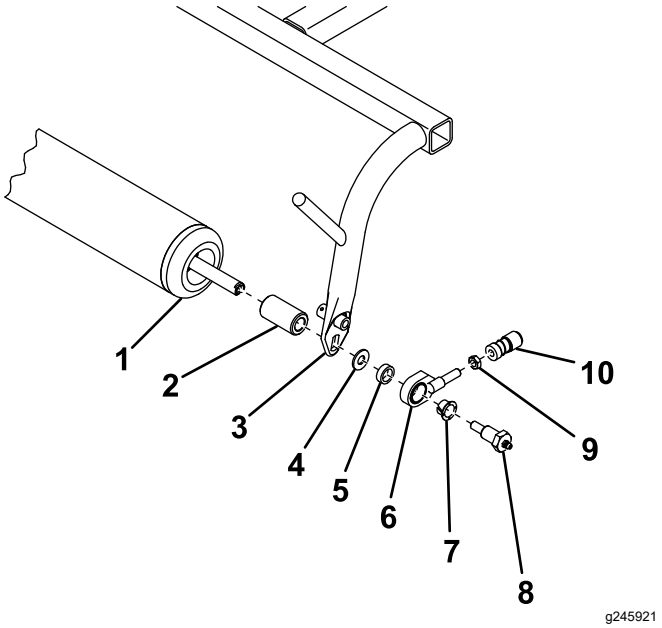

Bild 4
6. Schieben Sie ein Rahmen-Distanzstück auf jedes Ende der Rolle (Bild 4).
7. Befestigen Sie die Rolle am Zugrahmen, wie in Bild 4 abgebildet.
8. Schrauben Sie eine Klemmmutter und die vorher entfernte Kugelgelenkaufnahme auf den Zuglenker (Bild 4). Ziehen Sie die Klemmmutter noch nicht fest.